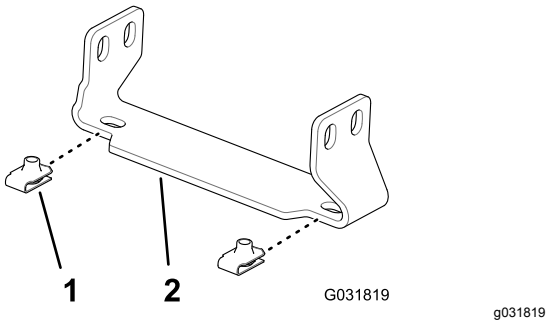

Figuur 183
1. Monteer de 4 clipmoeren (Toro onderdeelnummer 94-2413) op de 2 steunbeugels van de afdekking van de middelste spuitboom (Toro onderdeelnummer 131–3703–03); zie Figuur 183.